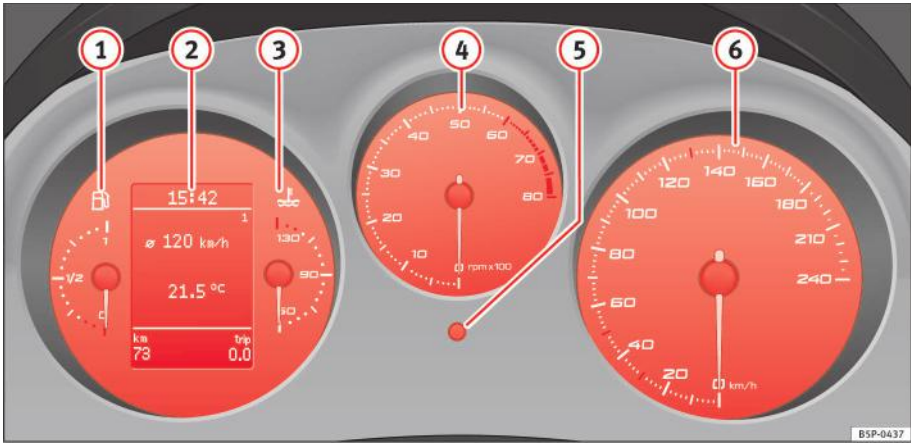

Fig. 33 Imagine detaliată a planşei de bord: panoul de instrumente
Începutul zonei roşii ⇒ pagina 59, fig. 33 (4) indică turația maximă a motorului la temperatura de funcționare. Totuşi, este recomandabil să selectați o treaptă de viteze superioară, să deplasați maneta selectorului în poziția D sau să eliberați pedala de accelerație înainte ca acul să ajungă în zona roşie.
– Pentru setarea orei, rotiți butonul de reglare ⇒ pagina 59, fig. 33 (5) în sens orar până la primul “declic”. Cifra orei va clipi. Pentru a schimba ora, apăsați butonul.
Contorul din partea dreaptă înregistrează distanța fiecărei călătorii. Ultima cifră indică trepte de 100 metri. Contorul de parcurs poate fi resetat menținând apăsat butonul de resetare ⇒ pagina 59, fig. 33 (6) timp de câteva secunde.